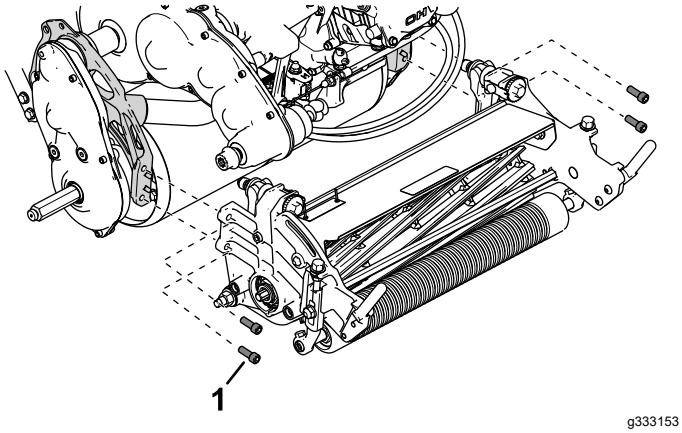

Figur 50
4. Fjern de to skruene med innvendig sekskant som fester klippeenheten til rammen (Figur 50).